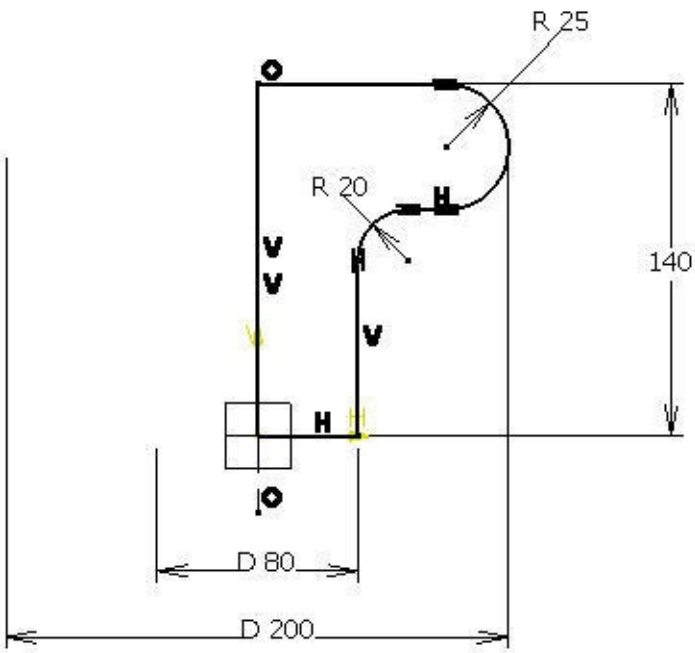

Figure 4-58 *Final sketch for the base feature*
All the sketched elements are displayed in green, suggesting that all the degrees of freedom are restricted and the sketch is in the iso-constrained state. After adding all the dimensional constraints, you need to modify its dimensions, as shown in Figure 4-58.
15. Similarly, modify other dimensional values, as shown in Figure 4-58. This figure shows the final sketch after modifying all the dimensions.